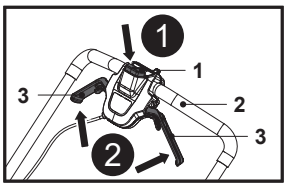

Fig. 16
2. Press the safety switch button (1) and hold it (Fig. 16, step 1).
3. Pull the start levers (3) towards the grip handle (2) and hold them in position (Fig. 16, step 2).
4. Release the safety switch button (1) as soon as the motor starts running. The mower will continue to run until you release the start levers (3).
5. Release the start levers (3) to stop the motor.